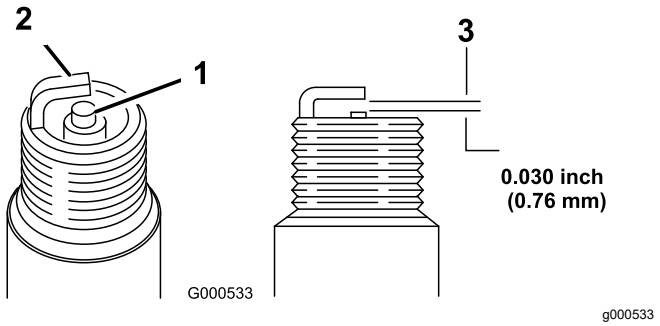

Figur 45
1. Se på midten af tændrørene (Figur 45).
2. Kontrollér gabet mellem elektroderne i midten og ved siden (Figur 45), og bøj sideelektroden, hvis gabet ikke er korrekt.